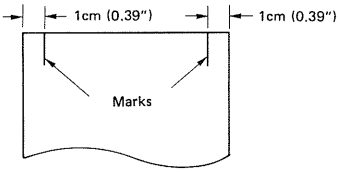

Figure 2-8
1) Mark lines 10mm from each edge of a piece of copy paper (B4 Ledger), as shown in Figure 2-8.